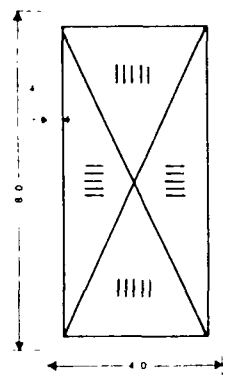
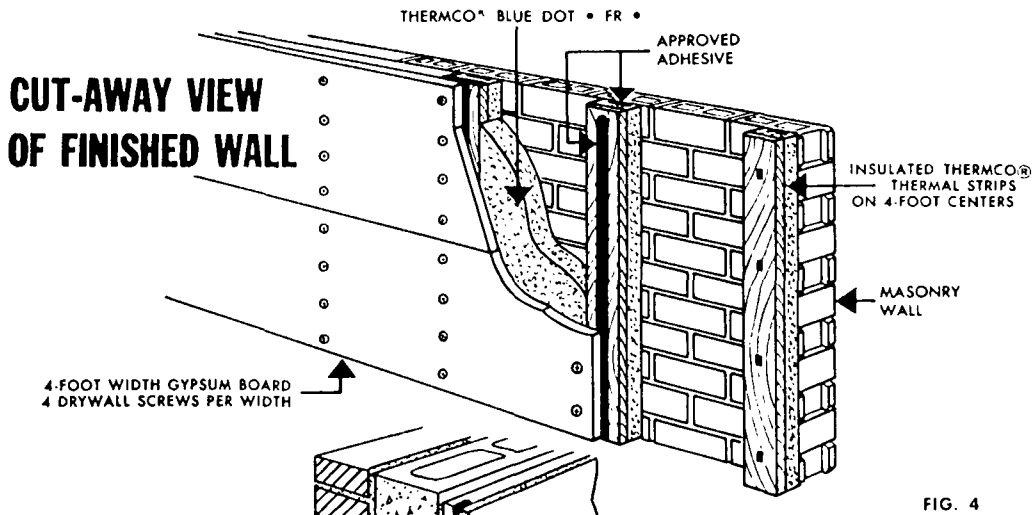

FIG. 2
FIG. 4
2. The wall board is precut (if necessary) and an adhesive bead is applied according to adhesive instructions and specifications. (See Figure 2).
2. Black Stuff is then applied to proper size sheet of THERMCO® Insulation in the following manner. A ¼" bead is extruded around the perimeter of the sheet. (See Figure 2). A ¼" bead is extruded diagonally in an X pattern from one corner to the other. Four ¼" beads, 5" long, of Black Stuff are put at random in the four triangles formed by the "X". Black Stuff is allowed to "tack up" for approximately five minutes and the sheet of THERMCO® pressed firmly in place on the wall and snuggly between the THERMCO® Thermal Strips. NOTE: You can expect 392 lineal feet of ¼" bead from one gallon of Black Stuff. 108.8 square feet of finished wall will be realized per gallon as per Figure 4. Do not use excessive amounts of Black Stuff to level irregular walls. More than a ¼" bead can cause trapped solvents which may result in foam collapse.
3. Wall Board is applied by using both screws and adhesive. Apply Black Stuff in a ¼" bead around perimeter and in an X pattern as outlined in Figure 2 to wallboard. Four ¼" beads, five inches long, should be applied in each triangle formed by the X. Again, allow Black Stuff to tack up, then place wallboard sheet adhesive side to THERMCO® Insulated Wall in a horizontal position. Press firmly and screw as specified.